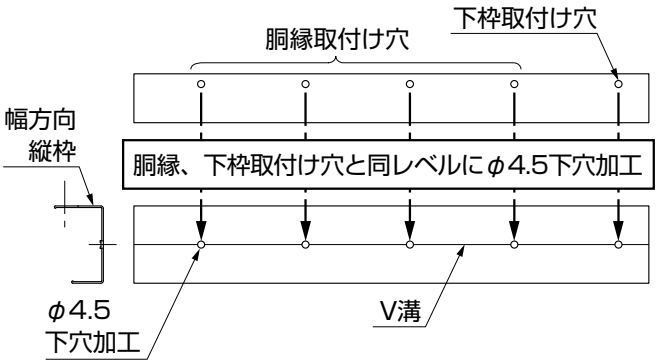

図6-1
①幅方向縦枠にφ4.5の下穴をあけてください。（図6-1参照）
②側面方向縦枠を上枠に【4-1】で取付けてください。
③側面方向下枠に波板押えパッキン5×10を貼付けてください。
④側面方向胴縁、下枠を柱にφ3.5の下穴をあけ【4-1】で取付けてください。
⑤幅方向縦枠を側面方向縦枠、胴縁、下枠に【4-1】で取付けてください。